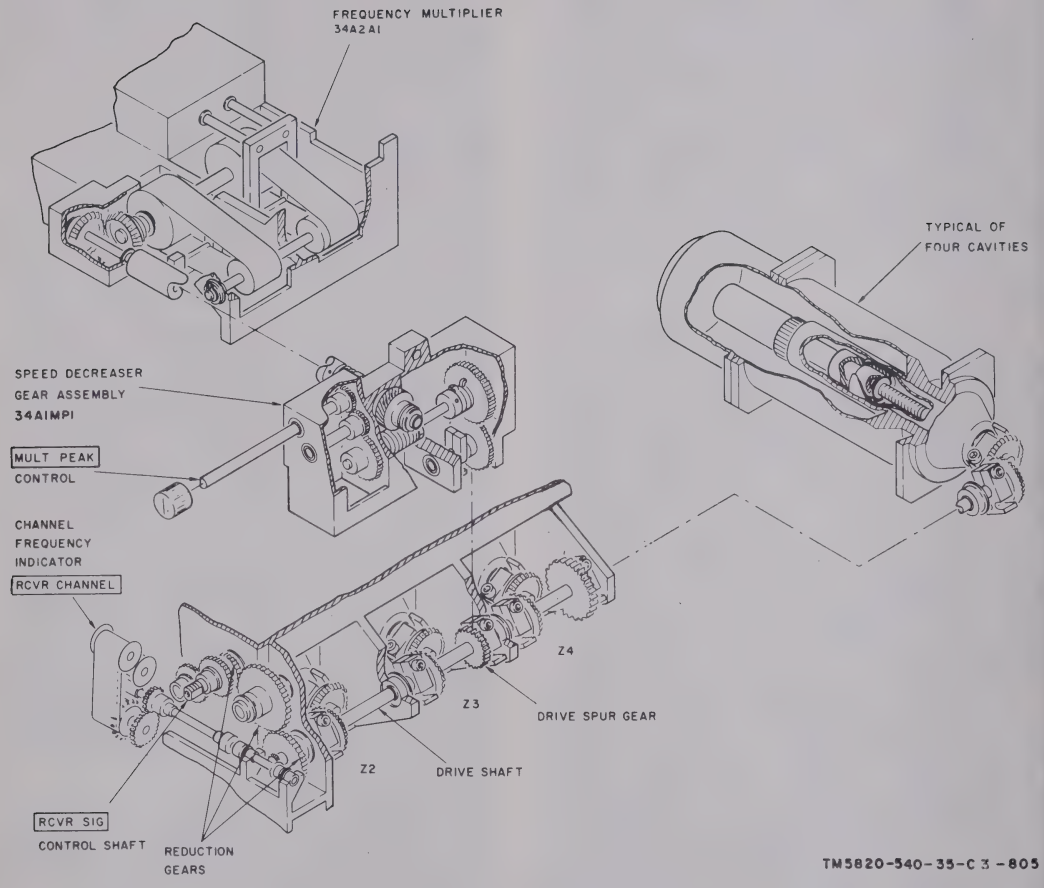
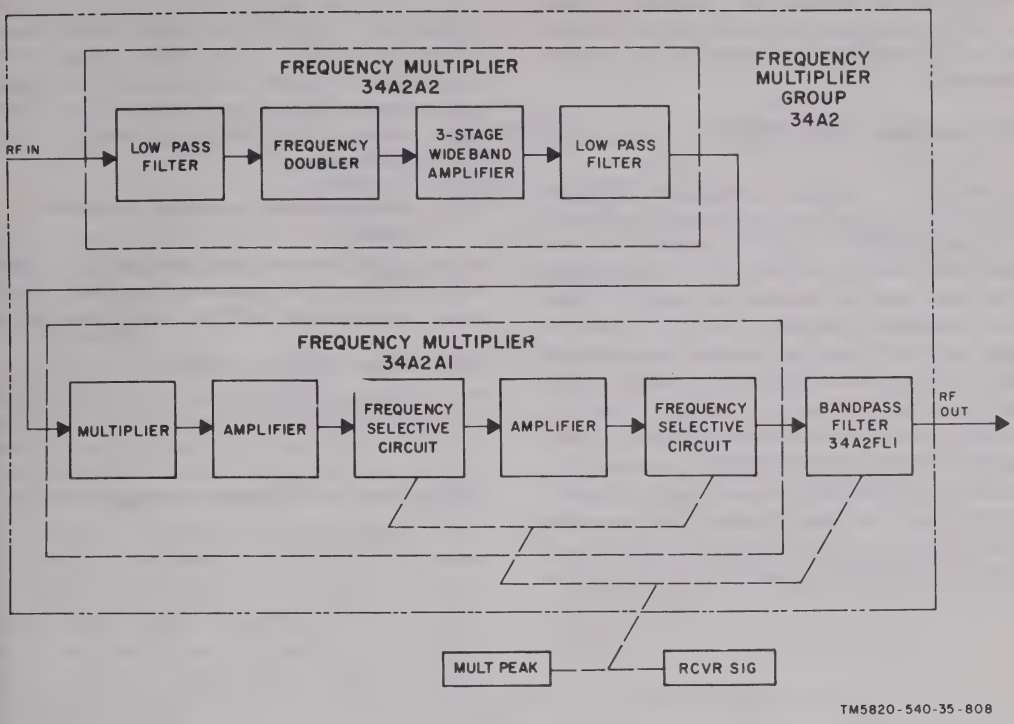

Figure 2-73. Duplexer subassembly 34A1A1, receiver section tuning mechanism.
Figure 2-75. Frequency multiplier group 34A2, block diagram.
(1) The integrated circuit monitor-power 34A7A1A1 combines the functions of a 3 db coupler, an in-phase power divider and a power monitor. The RF signal at pin 4 of the RF amplifier is applied through pin 1 of monitor-power to the 3-db coupler assembly (RF quadrature hybrid) (fig. 2-73). The two RF outputs in quadrature phase are applied through pins 7 and 2 (fig. 8-8) to balance mixers 34A7A1A2 and 34A7A1A3 respectively
(2) The local oscillator signal is applied through pin 4 of monitor-power to an in-phase hybrid power divider; the two resultant local oscillator outputs are then applied in-phase through pins 3 and 6 to the two balanced mixers. The RF voltage of the incoming local oscillator signal is detected and the dc voltage is made available through pin 5 to output connector P1 pin 4 for MULT metering. Like the RF amplifier 34A7A1AR1, the monitor-power is a microwave integrated circuit realized by using thin film technology on alumina substrate.
(3) The two balanced mixer stages provide products ±30 MHz around the local oscillator frequency. The two mixers are identical, only the input pin numbers are different. The balanced configuration of the mixers provides optimum spurious performance.
(4) The two IF signals are then quadrature coupled within the 3-db coupler quadrature hybrid 34A7A1HYB1 where the image noise product is terminated within a resistive load. The output port of the hybrid is matched for interface with the IF Amplifier 34AR1. L1-A, C1 and L1-B, C2 (low pass filters) filter the two mixer outputs. Image rejection is achieved within R1.
2-90. Frequency Multiplier Group 34A2 (fig. 2-75)
b. Block Diagram Analysis (fig. 2-75). The RF input in the range of 95 to 145 MHz, at a level of +15 dbm, is fed into the low pass filter section of frequency multiplier 34A2A2 where the unwanted signals are removed. The filtered signal is then fed to the full-wave diode frequency doubler and then amplified in the 3-stage wideband RF amplifier. The output signal in the frequency range of 190 to 290 MHz is filtered again in the low pass filter at the output of 34A2A2. The output of the frequency multiplier 34A2A2 in the frequency range of 190 to 290 MHz, at a level of +16 dbm ±1.5 dbm, is fed to the multiplier section of the variable multiplier 34A2A1. The multiplier section generates a signal rich in harmonics, which is then amplified and filtered in two separate stages. The frequency selective circuits are ganged to the front panel RCVR SIG and MULT PEAK controls. The tuned circuits select the third or fourth harmonics, thereby producing a variable frequency 30 MHz higher than the received frequency. The output of 34A2A1 is fed to tunable bandpass filter 34A2FL1 which attenuates the unwanted submultiples of the local oscillator frequency. The bandpass filter is also ganged to the front panel RCVR SIG and MULT PEAK controls (fig. 2-73) and is tuned, with the frequency selective circuits, 30 MHz above the frequency of the received signal.
a. General. The frequency multiplier 34A2A1 is part of the local oscillator chain and provides the final local oscillator frequency to the frequency mixer stage. It provides times-three (725.00 to 839.5 MHz) or times-four (840.00 to 1030.00 MHz) multiplication of the input frequency at an output level of +12 dbm. The input to the unit is the output of frequency multiplier 34A2A2. The output of the unit is fed to bandpass filter 34A2FL1 before being applied to frequency mixer stage 34A7. The 34A2A1 unit consists of one printed wiring board and a casting which contains two tunable cavities. The tuning plungers of the cavities are coupled mechanically through a stainless steel band to speed decreaser gear assembly 34A1MP1 (fig. 2-73). The unit is tuned by the RCVR SIG and MULT PEAK controls through 34A1MP1.
The output of variable frequency multiplier 34A2A1 is fed to the input connector P1 of bandpass filter 34A2FL1. The filter consists of two quarterwave coaxial line cavities Z1 and Z2. The cavities are tuned by varying the length of their center conductor plunger. The RF signal is coupled to and from the cavities by inductive loops. The loops are adjusted by a setscrew. The coupling between the two cavities is by fixed slot coupling. The two cavities are ganged to the front panel RCVR SIG and MULT PEAK controls. The bandpass filter attenuates the unwanted submultiples of the local oscillator frequency to be applied to the frequency mixer stage. The cavities are located in an aluminum casting with the cavities tuning drive mechanism forming an integral part of the unit. A drive band of stainless steel fixed to a roller is coupled to the cavity plungers. The tuning drive rollers of frequency multiplier 34A2A1 and bandpass filter 34A2FL1 (fig. 2-73), use a common shaft which is actuated by the front panel controls.